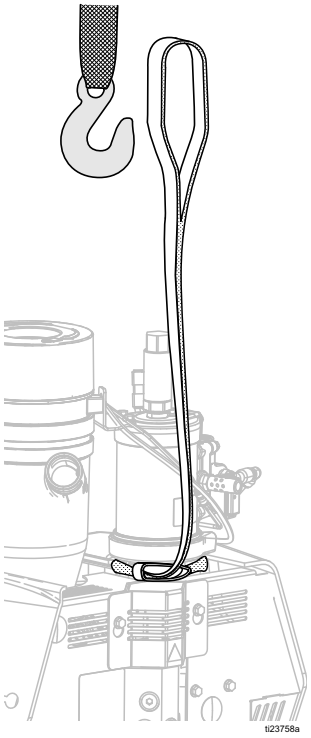

**FIG. 7: Lifting Strap**
1. Use supplied lifting strap 127735, to transport systems with transformers. Wrap strap around all three pump tie rods and loop the strap back through itself in the Choker Configuration. See strap for details. See FIG. 7, page 18.